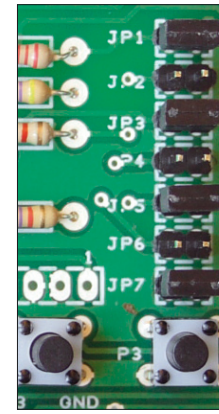

Fig. 2 *- Posizione dei jumper per pulsanti connessi al pin analogico.*
- La seconda modalità prevede l'utilizzo di una sola linea analogica, ovvero la 3, che permette di lasciare disponibili ben otto linee digitali e le due linee analogiche 4 e 5, utilizzate dal bus I²C; per attivare questa modalità bisogna chiudere i jumper JP1, JP3, JP5, JP7, come visibile in Fig. 2. Con questa modalità, tranne la linea 3, tutte le altre possono essere usate come linee analogiche e se necessario si possono usare le linee 4 e 5 per il collegamento di periferiche I²C. Il pulsante RST replica il pulsante di reset presente sulla scheda Arduino poichè quest'ultimo, dopo aver montato lo shield, non è più raggiungibile.